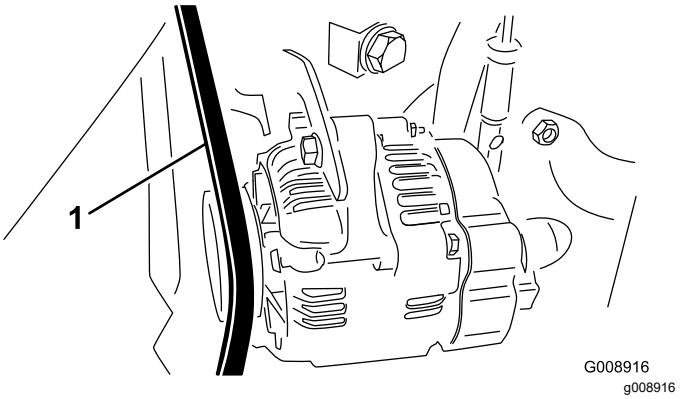

Rysunek 71
2. Sprawdź naprężenie paska alternatora/wentylatora, mierząc jego ugięcie pod naciskiem siły 30 N·m przyłożonej w połowie odległości między kołami pasowymi alternatora i wału korbowego (Rysunek 71).